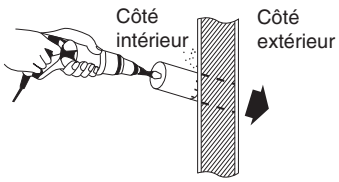

Fig. 3-7
(4) Avec une scie sauteuse, une scie à guichet ou un accessoire de carottage monté sur perceuse, découper un trou dans le mur. Voir le Tableau 3-1 et la Fig. 3-7.